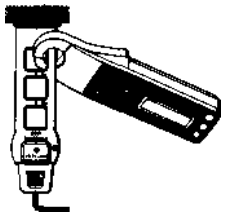

рис. 11
(1) как показано ниже, модель 2006 установленная в позицию"1 x" ENERGIZER , измеряет электрический ток посредством двухжильных сетевых шнуров (до 10А переменного тока) (рис. 11)